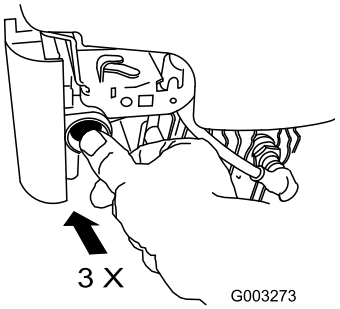

Figur 16
1. Tryk tipperen helt ind med tommelfingeren 3 gange, og hold den hver gang inde i et sekund, før du slipper den igen (Figur 16).